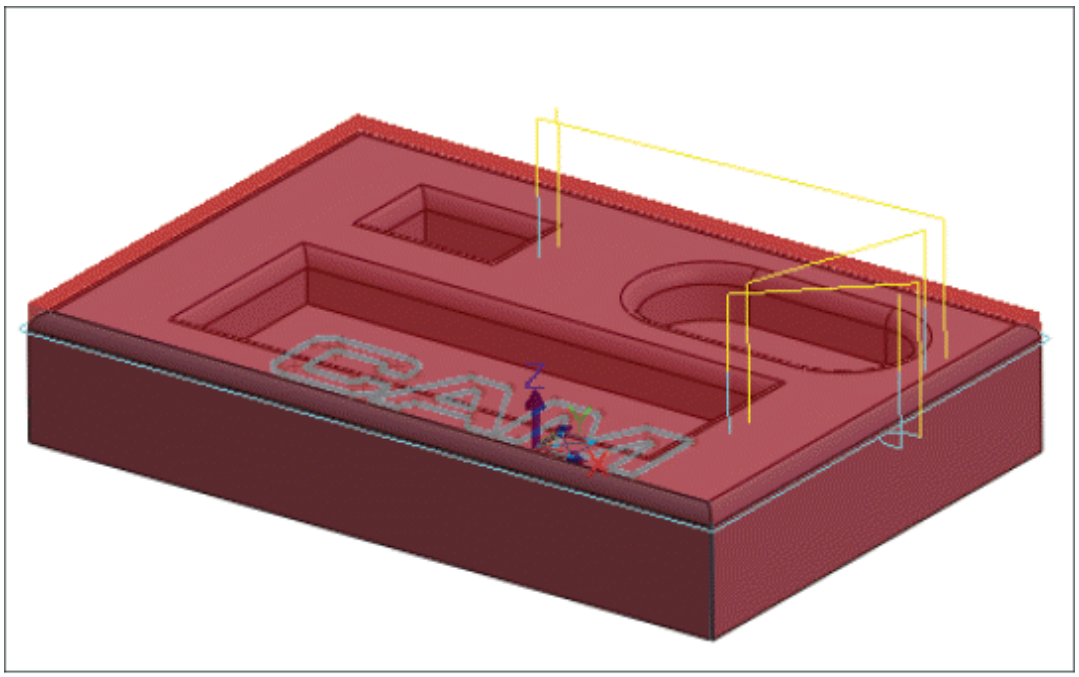

Figure-21. Toolpath for radius creation
- Click on the **OK** button from the dialog box. The toolpath will be generated; refer to Figure-21.